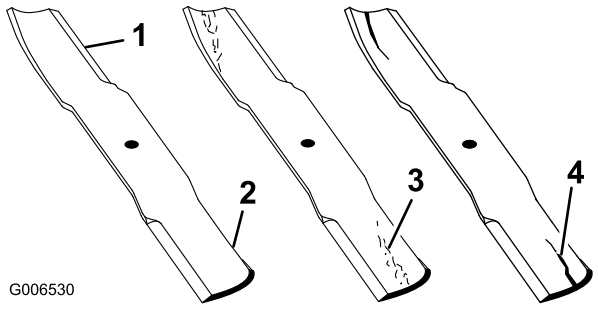

Figur 76
1. Kontrollera eggarna (Figur 76). Om eggarna är slöa eller har hack ska knivarna tas bort och slipas. Se Slipa knivarna.
2. Kontrollera knivarna, speciellt den böjda delen. Montera omedelbart en ny kniv om du upptäcker sprickor, slitage eller spårbildning i detta område (Figur 76).